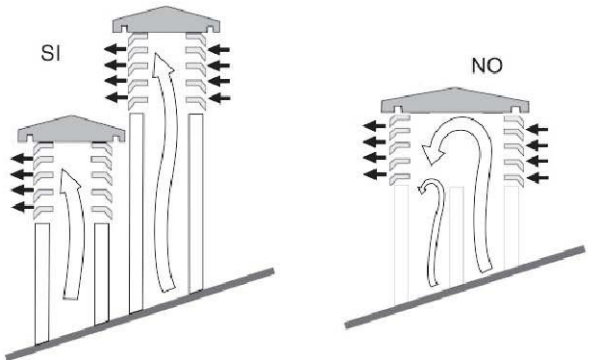

Fig.3
-Qualora si utilizzino canne fumarie ad uscite parallele si consiglia di alzare di un elemento la canna controvento. (fig.3)